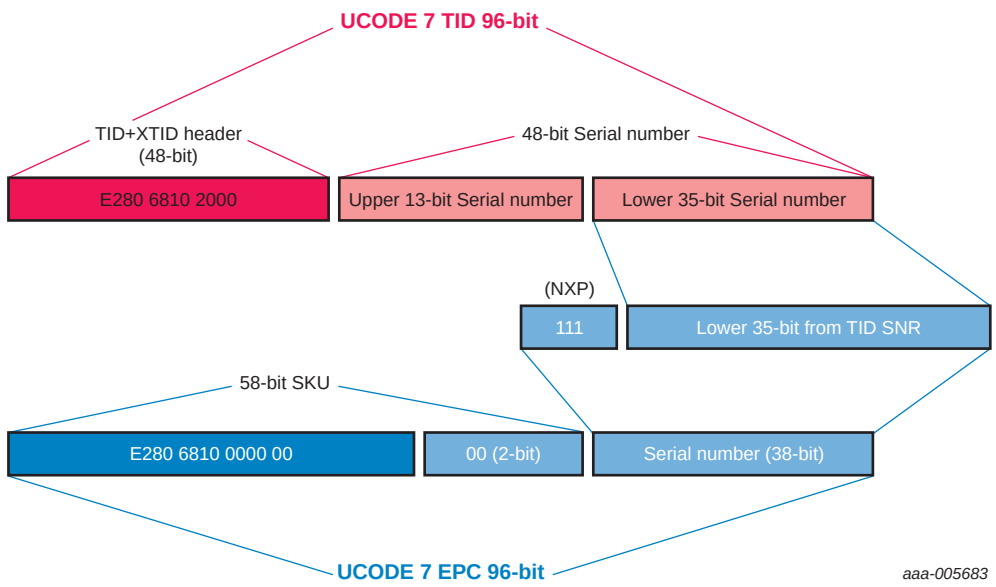

Fig 6. Automatic self pre-serialization scheme for 96-bit EPC
In case the EPC length is set to be 96-bit, the EPC is by default self pre-serialized following a 96-bit EPC serialization scheme according to the Multi Vendor Chip-based serialization guideline (see Ref. 23), meaning the lower 38-bit will always contain 3 bits for the manufacturer code (111 for NXP) and 35 bit serial number taken from the lower 35 bits of the TID serial number (see Figure 6).
- Setting the 38-bit Serial number of the EPC to “0” (see Figure 6), or